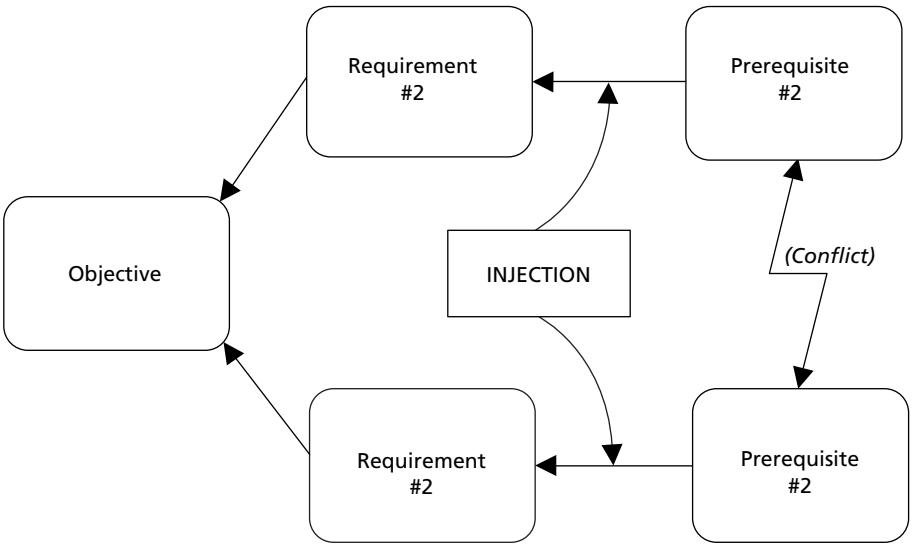

Figure 1.14 The Evaporating Cloud (conflict resolution diagram).
Goldratt designed the Evaporating Cloud (EC), which amounts to a conflict resolution diagram, to resolve hidden conflicts that usually perpetuate chronic problems (see Figure 1.14). The EC is predicated on the idea that most core problems exist because some underlying tug-of-war, or conflict, prevents straightforward solution of the problem; otherwise, the problem would have been solved long ago. The EC can also be a "creative engine," an idea generator that allows us to invent new, "breakthrough" solutions to such nagging problems. Consequently, the EC answers the first part of the question, what to change to. Chapter 5 describes the Evaporating Cloud in detail.